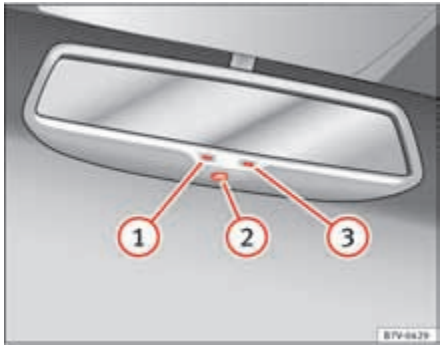

Fig. 79 Automatic anti-dazzle function for rear vision mirror
Legend for the fig. 79:
(1) warning lamp
(2) Control
(3) Light incidence sensor
This function can be activated and deactivated by pressing the rear vision mirror switch ⇒ fig. 79 (2). When it is activated, the warning lamp lights up (1).